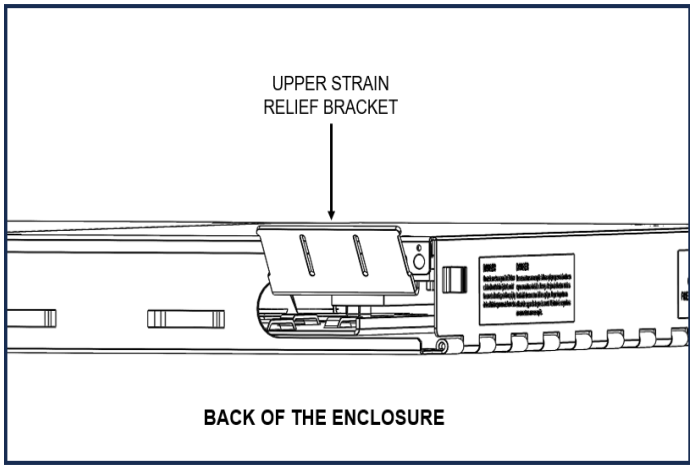

Figure 6
6.3) When required, attach the Upper strain relief bracket (Item 8) to the rear of the enclosure as shown in Figure 6. Threaded studs are provided on the inside surface of the enclosure to accommodate the bracket.